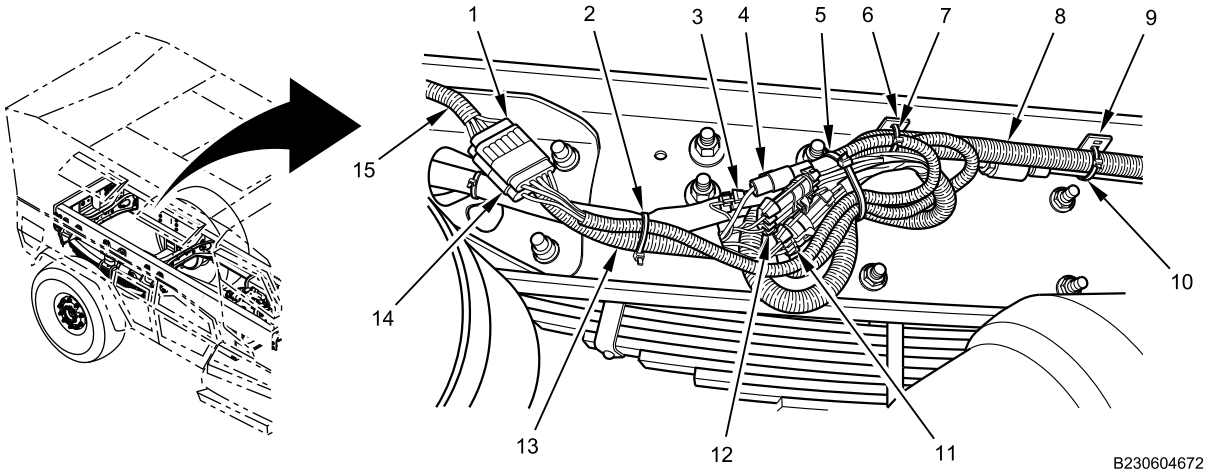

Figure 1. Rear Chassis Harness, Inboard View.
1. Disconnect three-pin connector (Figure 1, Item 14) and five-pin connector (Figure 1, Item 1) between rear chassis harness (Figure 1, Item 8) and taillamp harness (Figure 1, Item 15).
2. Remove and discard two cable lock straps (Figure 1, Item 2 and 5).
3. Disconnect four connectors (Figure 1, Item 3, 4, 11, and 12) between rear chassis harness (Figure 1, Item 8) and trailer harness (Figure 1, Item 13).
4. Remove two cable lock straps (Figure 1, Item 7 and 10) from frame brackets (Figure 1, Item 6 and 9). Discard cable lock straps.